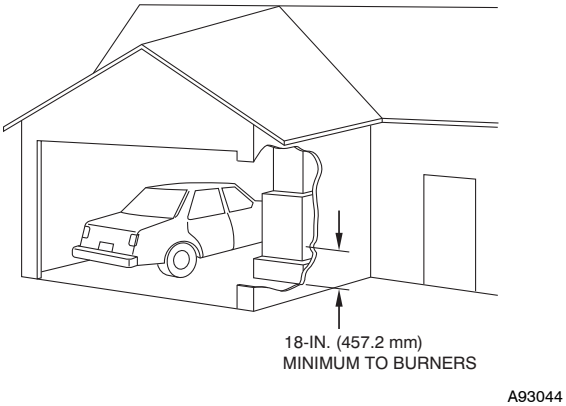

Fig. 5 - Installation in a Garage
8. A gas-fired furnace for installation in a residential garage must be installed as specified in the warning box in the "Location" section (see Fig. 5).
When the furnace is installed in a residential garage, the burners and ignition sources must be located at least 18 inches above the floor. (See Fig. 5) The furnace must be located or protected to avoid damage by vehicles. When the furnace is installed in a public garage, airplane hangar, or other building having a hazardous atmosphere, the furnace must be installed in accordance with the NFGC.